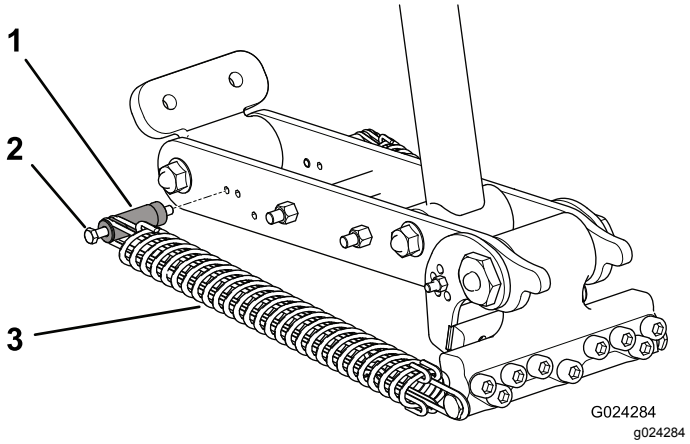
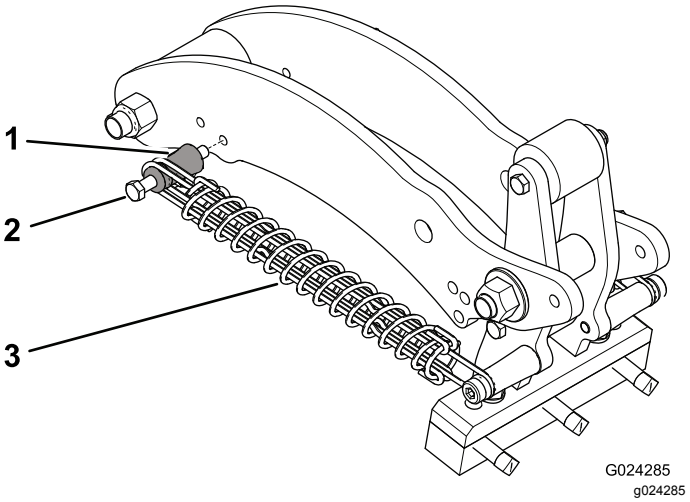

Figur 42
Figur 43
4. Monter møtrikken, der fastgør fjedermonteringsstangens bolt til forbindelsesarmen (Figur 42 eller Figur 43).
5. Fjern monteringsstangen og monteringsstangens bolt fra forbindelsesarmen, og sæt dem i det andet justeringshul (Figur 42 eller Figur 43).